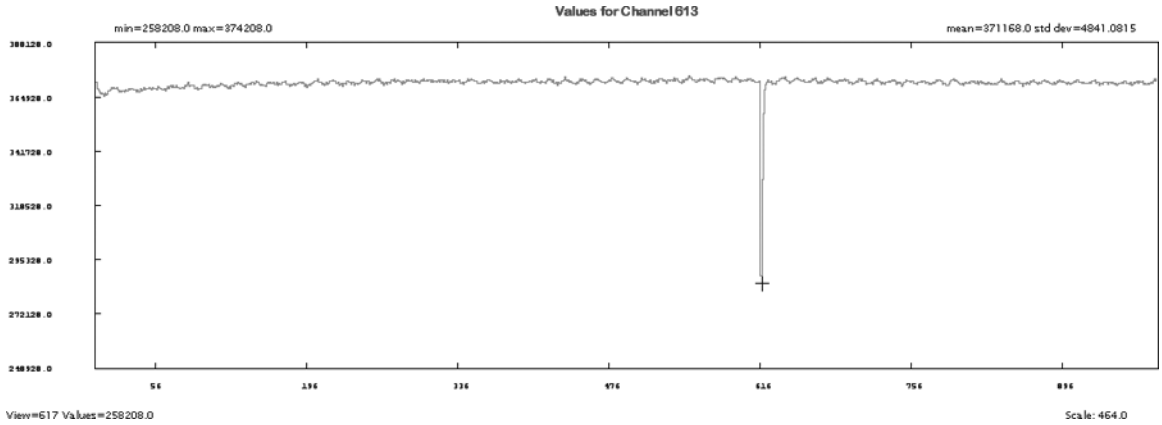

Figure 2-69 All View for one channel KV Spit Data Example
- Select Channel Cursor and Plot Now (refer to Figure 2-69). Notice how the dip in the channel data corresponds to the views around 615. Next take a look at the kV and mA data.